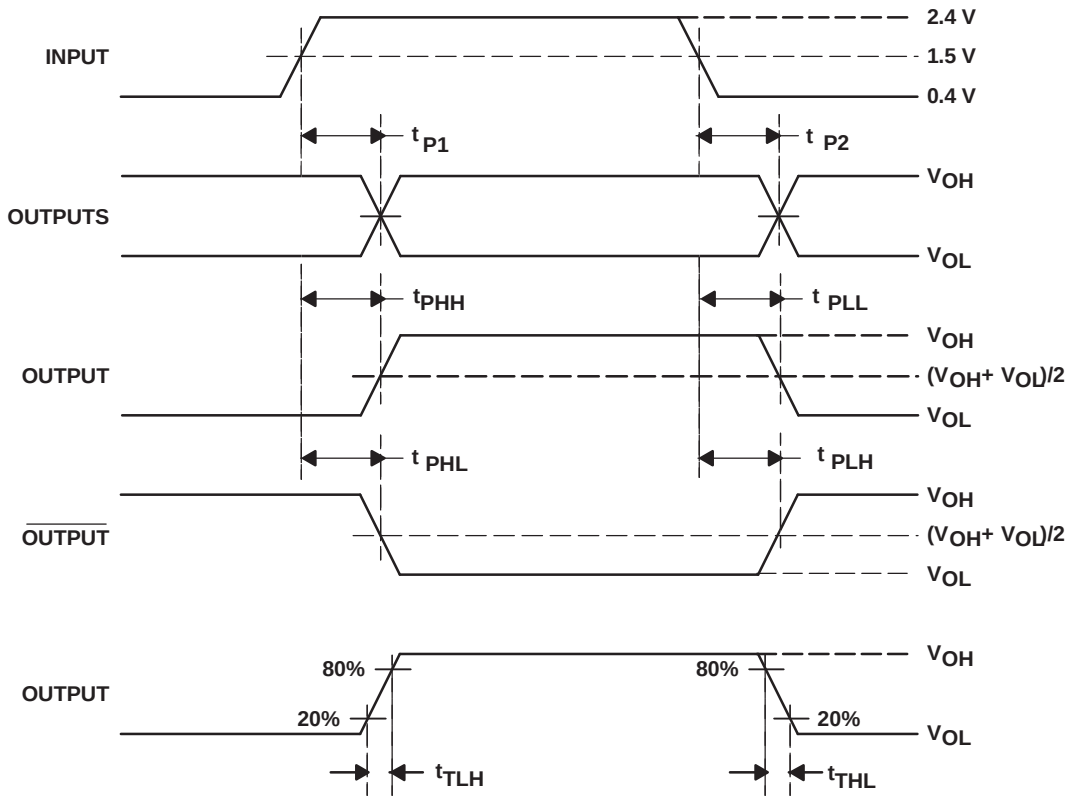

Figure 2. Driver Propagation Delay Times
(1) Parameters t_{P1} and t_{P2} are measured from the 1.5 V point of the input to the crossover point of the outputs (see Figure 2).